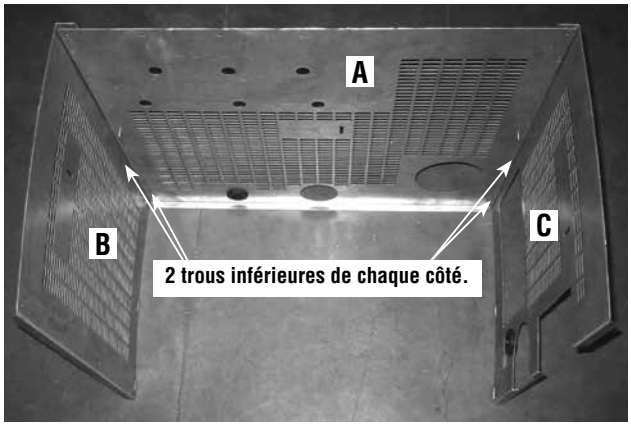

Figure 56
3. Assemblage du périmètre - ***figure 56*** : À l'aide des vis à tôle fournies, fixer la plaque gauche B et la plaque droite C à la plaque arrière A. Trois trous à chaque coin permettent de connecter les plaques. Pour l'instant, installer uniquement les deux vis à chaque coin inférieur.